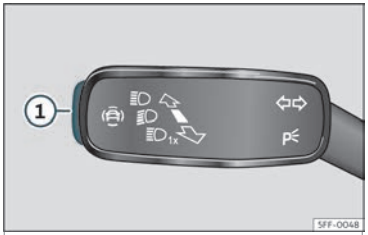

Abb. 61 Am Blinker- und Fernlichthebel: Taste für die Fahrerassistenzsysteme (modellabhängig).
- Taste››› **Abb. 61** 1 kurz drücken, um das Menü **Assistenten** zu öffnen.